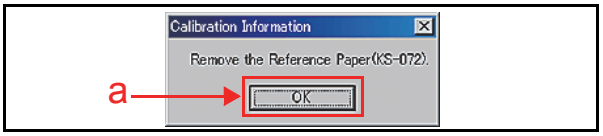

Figure 6-45 Calibration Information Screen 4
Once the UV Sensor Calibration is complete, the "**Calibration Information**" Screen shown in Figure 6-45 will re-appear.
16. Remove the KS-072 Reference Paper and Mouse-click on the "OK" Screen Button (See Figure 6-45 a) to begin the UV Sensor Non-Paper Calibration.